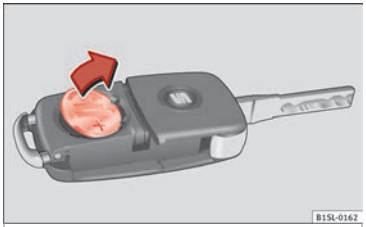

Bild 128 Bilnyckeln: ta ut batteriet
- Ta ut batteriet ur facket med ett tunt, spetsigt verktyg ››› **bild 128**.
- Placera det nya batteriet i batterifacket och tryck det i pilens riktning ››› **bild 128** ››› ❗.